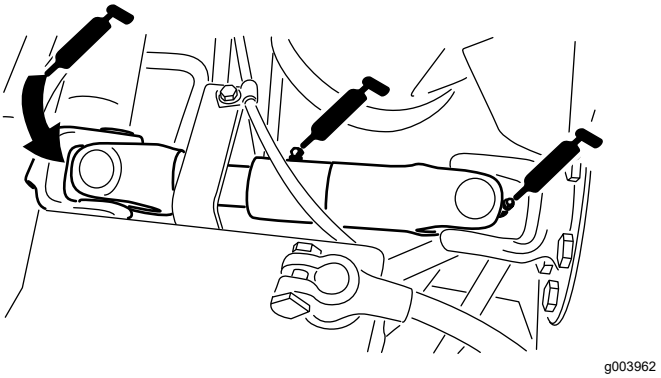

Rysunek 38
- Złącze uniwersalne wału napędowego pompy (3) (Rysunek 38)